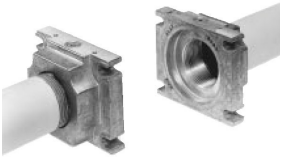

Рис. 12
3. Установить Мультиблок между резьбовыми фланцами (Рис. 12)